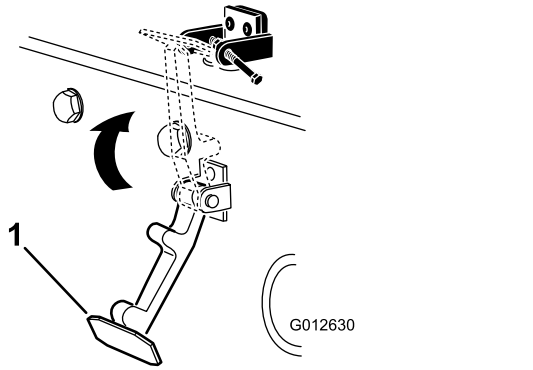

Figuur 7
7. Haak de sluiting op de vergrendelbeugel van de motorkap (Figuur 7).